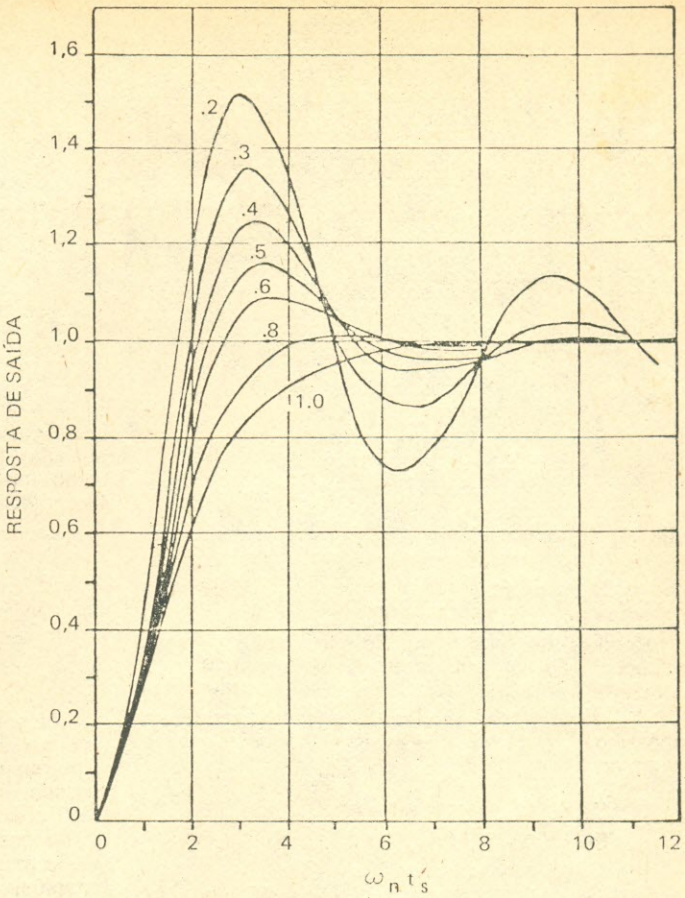
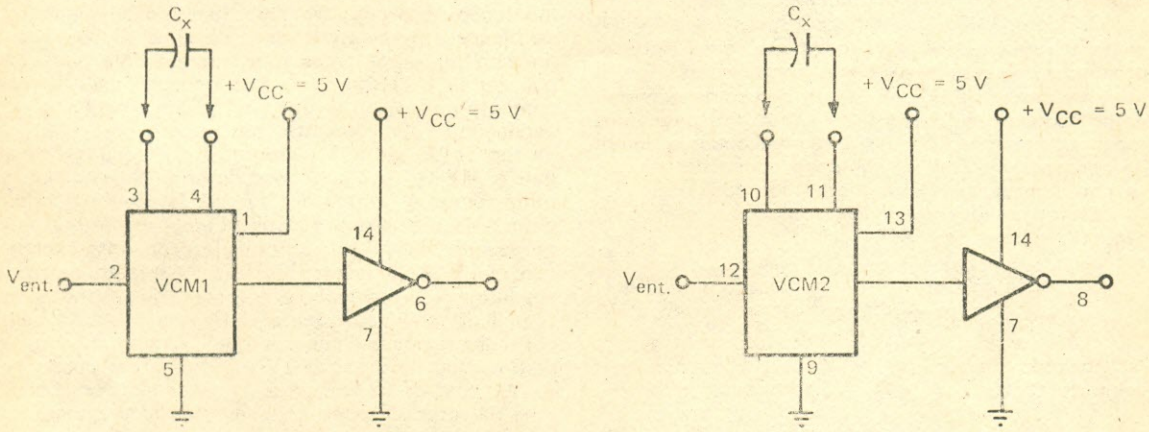

FIG. 18 — Curva de resposta de transientes do filtro.
FIG. 19 — Configuração dos multivibradores controlados por tensão do C.I. MC4024.
De posse destes dados, iremos ao gráfico da Fig. 18, e teremos:
Diversas são as opções que podem ser usadas para se construir um O.C.T. No nosso trabalho adotaremos o C.I. MC4024, da Motorola. Este integrado é constituído por dois multivibradores (MV) controlados por tensão, e tem a particularidade de possuir pinos de alimentação independentes (V_{cc} e massa) para cada MV. Apresenta, ainda, dois estágios, um para cada MV, isoladores de saída ("buffer output"), os quais possuem também alimentação separada. Na Fig. 19 temos o diagrama de blocos e respectivos pinos deste C.I. Observando esta figura, notamos que existem dois pinos (3 e 4, ou 10 e 11) em cada MV, onde é ligado externamente um capacitor que nos dará a freqüência de oscilação. Este capacitor, juntamente com o nível da tensão de entrada, determinará a freqüência em que o MV vai oscilar. Para determinar este valor, utilizaremos o gráfico da Fig. 18, isto caso o capacitor seja maior que 100 pF. Para capacitores menores que 100 pF, a Motorola fornece uma expressão que nos dá mostra do relacionamento entre o capacitor, a freqüência e a tensão de entrada. No "Application Notes" deste C.I. existe uma tabela para diversas condições, a qual resumiremos aqui para o caso de V_{cc} = 5,0 V e temperatura ambiente de 25 ± 3°C. Assim, para estas condições, extraímos da referida tabela as seguintes expressões: